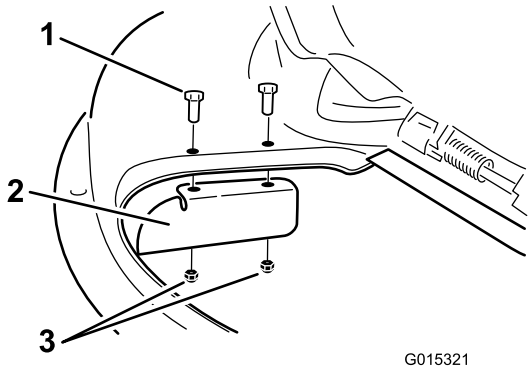

Figure 31
9. Install the cutoff baffle to the clip assembly posts. Figure 31. Use the two lock nuts (5/16 inch) to secure the baffle to the mower.